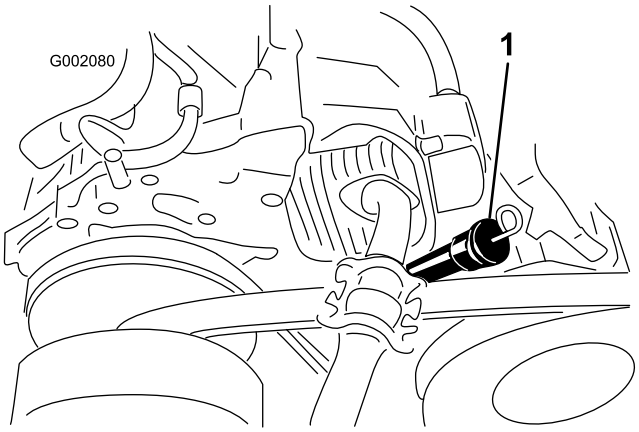

Figur 10
2. Rengør omkring målepinden (Figur 10 for model nr. 07266/TC ogFigur 11 for model nr. 07273/TC), så snavs ikke kan falde ned i hullet og beskadige motoren.